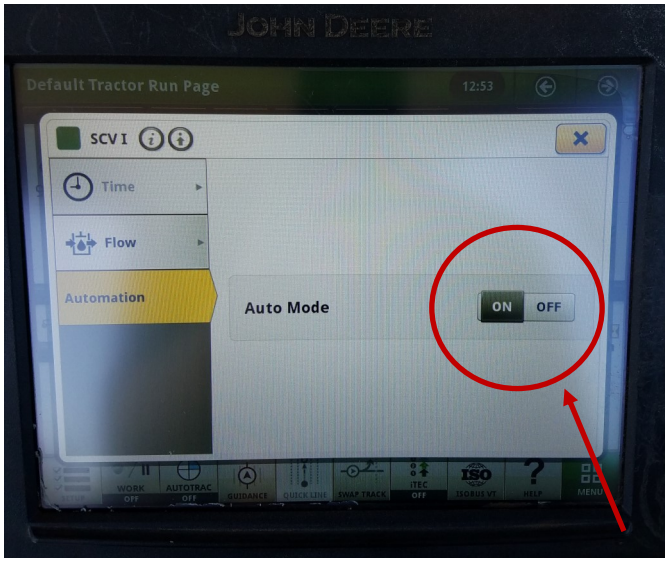

Figure 7-47
4. Make sure “AUTO MODE” is on. See Figure 7-47.